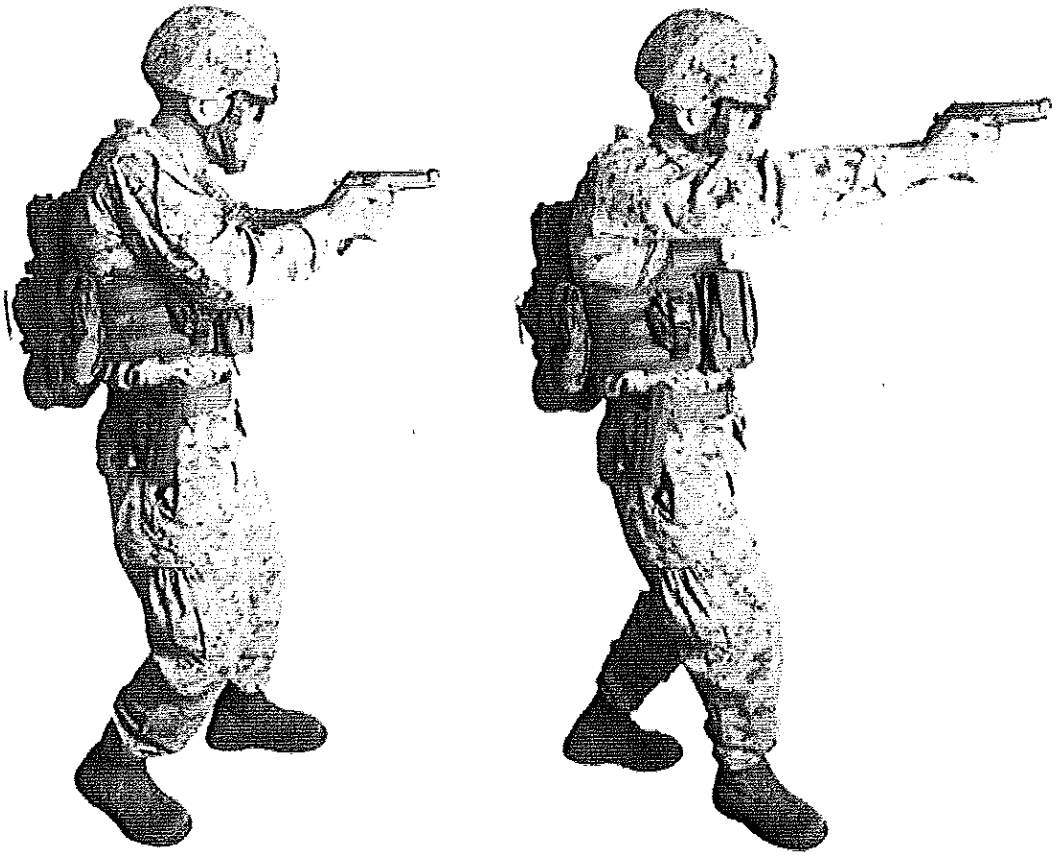

Figure 11-3. Point Shooting Technique Steps Four and Five.
4. Press the trigger as soon as the weapon is pointed toward the threat's torso. The firing arm is bent at the elbow and the forearm and weapon are parallel to the deck (see fig. 11-3 on page 156). Ideally the shot should break the moment the weapon is leveled at the threat.
5. As the situation permits, retract the support hand to the center chest and bring the weapon and firing hand toward the chest as well, establishing a two-handed grip. Continue firing while bringing the weapon and arms to full extension, ultimately achieving sight alignment as in a standard presentation/engagement (see fig. 11-3 on page 156).